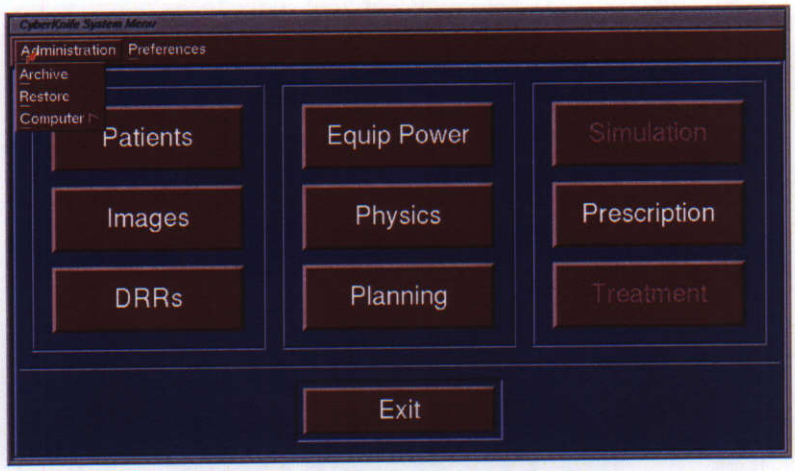

**Figure 11 CyberKnife System Menu, Administrative Submenu**
**Step 1.** Pull down the **Administration** menu bar from the CyberKnife System menu (*Figure 11 CyberKnife System Menu, Administrative Submenu, page 9*).
**Step 1.** Pull down the Administration menu from the CyberKnife System menu (*Figure 11 CyberKnife System Menu, Administrative Submenu, page 9*).
Click **IMAGES** from the CyberKnife Systems menu (*Figure 11 CyberKnife System Menu, Administrative Submenu, page 9*). The Medical Image Review and Import Tool (*Figure 23 MIRIT Main Screen, page 17*) will open. If a medical image has been exported to the CyberKnife System since the last time MIRIT was opened, the timer (*Figure 24 Import Images to CyberKnife, page 18*) will appear, while the imported images are sorted by patient and modality.